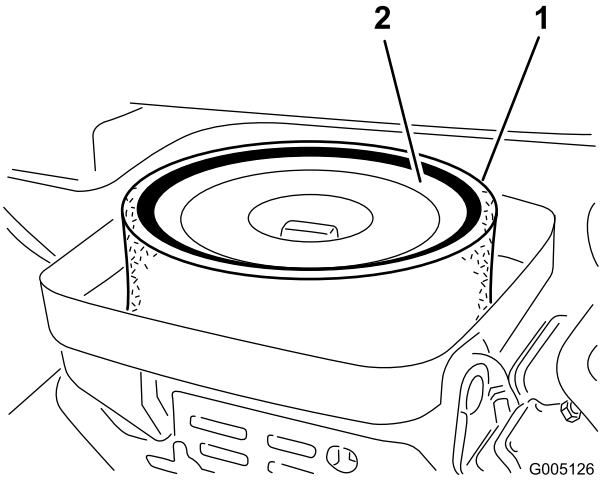

Figur 42
3. Ta bort skumgummidelen från pappersinsatsen om den är smutsig (Figur 42). Rengör den ordentligt på följande sätt: